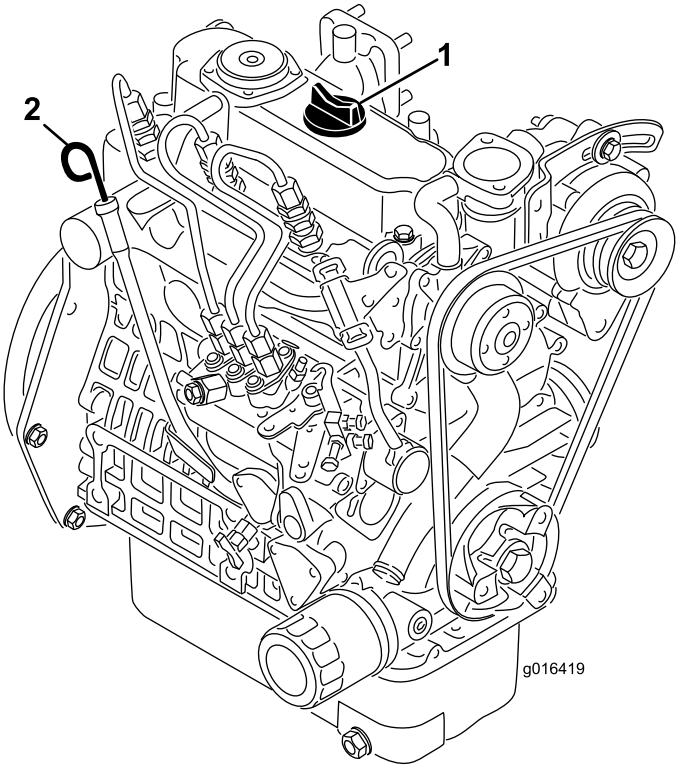

Figuur 22
2. Verwijder de peilstok en veeg deze af met een schone doek (Figuur 22). Steek de peilstok in de buis. Let erop dat de peilstok er volledig in schuift. Haal de peilstok uit de buis en controleer het oliepeil. Als het oliepeil te laag is, moet u de vuldop losmaken van het klepdeksel en **langzaam** voldoende olie bijvullen totdat het peil de vol-markering op de peilstok bereikt. Vul de olie langzaam bij en controleer daarbij veelvuldig het peil. **Niet te vol vullen**.